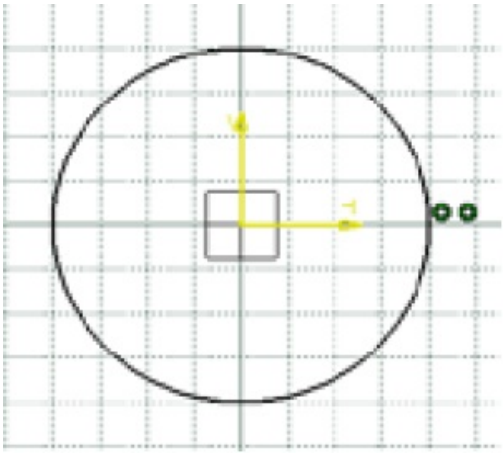

Figure 3-61 *The sketch after drawing the first circle*
a. Start a new part file in the **Part** workbench and draw the outer loop of the sketch using the **Circle** and **By-Tangent Line** tools, refer to Figures 3-61 through 3-64.
3. Move the cursor horizontally toward the right and click when the **R** edit box in the **Sketch tools** toolbar displays **40**; the circle is drawn, as shown in Figure 3-61.